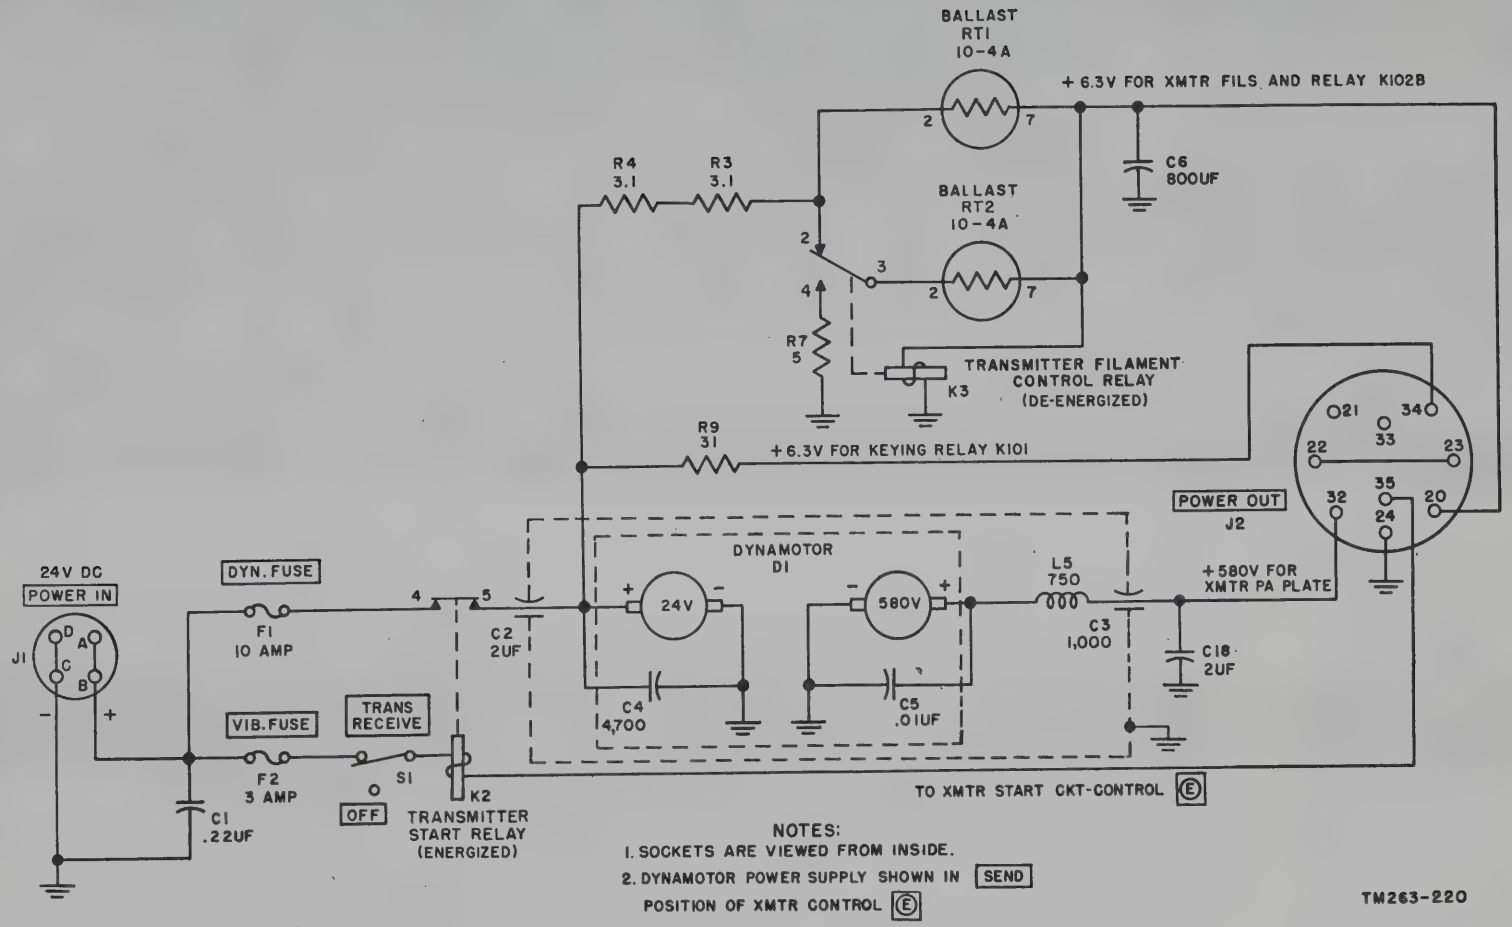

Figure 107. Dynamotor-Power Supply DY–105/GRC–9X, dynamotor circuit.
159. Transmitter Start Circuit of Dynamotor-Power Supply DY–105/GRC–9X (fig. 107)
d. The hv output from the dynamotor power supply is fed through terminal 32 of J2 (fig. 107) to terminal 47 of J102 and is applied to the pa plate when control Ⓔ is turned to the SEND position (fig. 94). No pa plate current flows until keying relay K101 and screen cutout relay K102A are energized to close contacts 4 and 5 (on K102A) and 9 and 10 (on K101) to
e. Capacitors C4 and C5 are used to eliminate rf noise (fig. 107). Capacitor C2 reduces rf hash from the dynamotor, which might enter the battery cable and cause interference with other radio equipment. Capacitors C3 and C18 and rf choke coil L5 prevent radiation of rf energy and reduce commutator ripple in the output voltage.
161. Transmitter Filament Supply and Keying Relay Supplies of Dynamotor-Power SUPPLY DY–105/GRC–9X (fig. 107)
162. Dynamotor D1 (fig. 107)